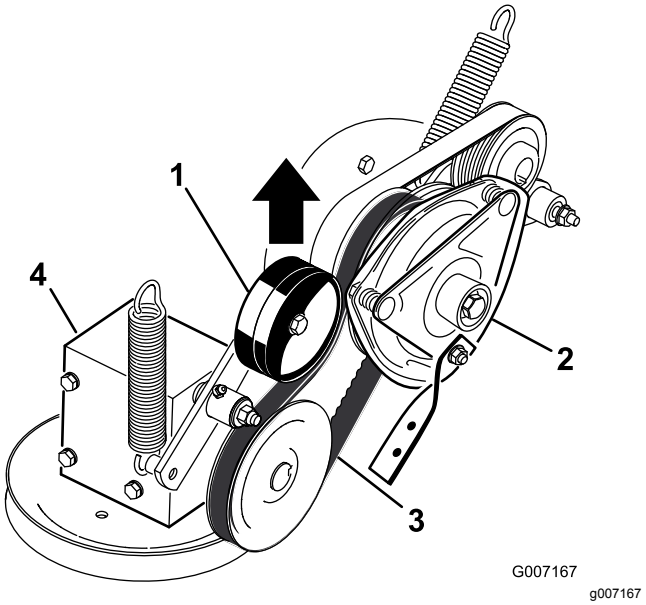

Figuur 81
5. Trek aan de veerbelaste spanpoelie voor de aandrijfriem van de aftakas en verwijder de riem van de poelie van de koppeling (Figuur 81).
17. Trek aan de veerbelaste spanpoelie voor de aandrijfriem van de aftakas en monteer deze op de poelie van de koppeling (Figuur 81).